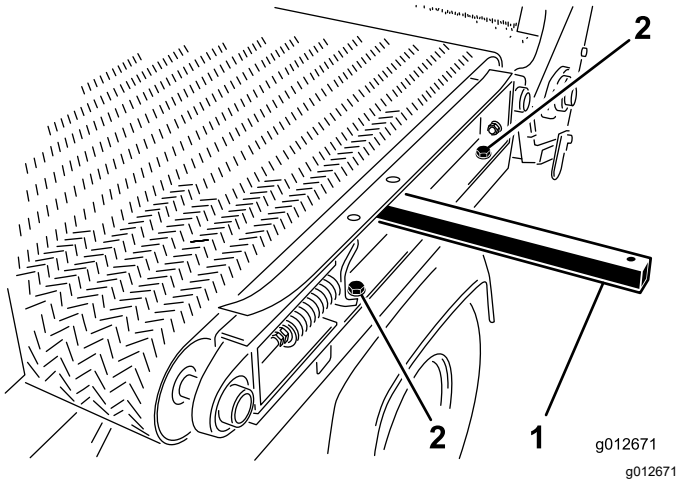

**Figuur 35**
1. Monteer de glijframerail aan het linker spatscherm aan de linkerkant van de machine (Figuur 35); gebruik hierbij de 2 inbusbouten en 2 ringen die u hebt verwijderd in De glijband demonteren (bladz. 24) en maak de inbusbouten vast.